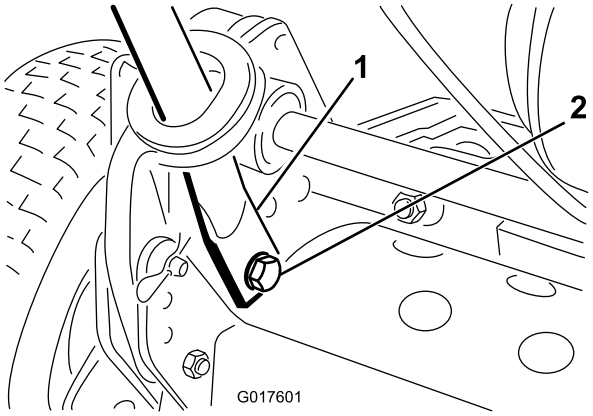

Figur 3
4. Kläm ihop handtagens ändar inåt och montera dem på fäststiften (Figur 3).
5. Sätt fast handtagsändarna på fäststiften med de skruvar, brickor och låsbrickor som du tog bort tidigare (Figur 3).
6. Fäst styrarmarna bakpå ramen med de hårnålssprintar och ringbultar som tidigare avlägsnades (Figur 3).